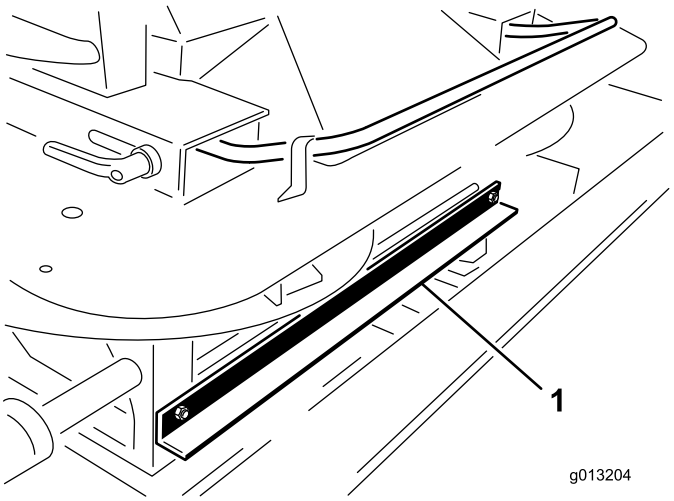

Figuur 4
3. Verwijder vooraan de dubbele spinner de twee bouten en moeren van 1/4 x 3/4 inch waarmee de transportbeugel van het hefwerktuig van de ProPass aan de dubbele spinner zit (Figuur 4).